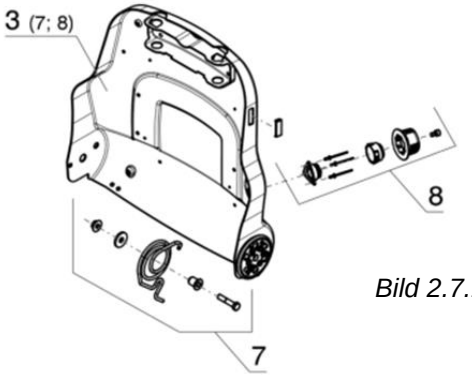

Bild 2.7.1
a) Hinter der Positionszahl wird die Position der mitgelieferten anderen Baugruppe in Klammern aufgeführt (*siehe Bild 2.7.1*).